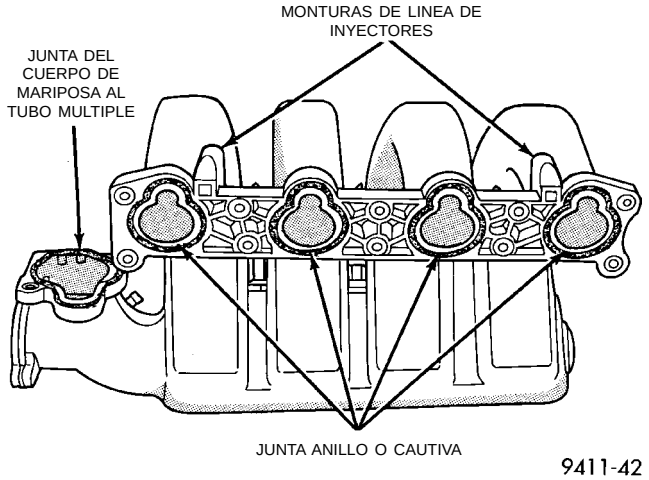

Fig. 30 Anillos O del tubo múltiple de admisión
- Compruebe en la superficie de contacto del tubo múltiple para determinar si faltan anillos O o si éstos están desgarrados (Fig. 30).